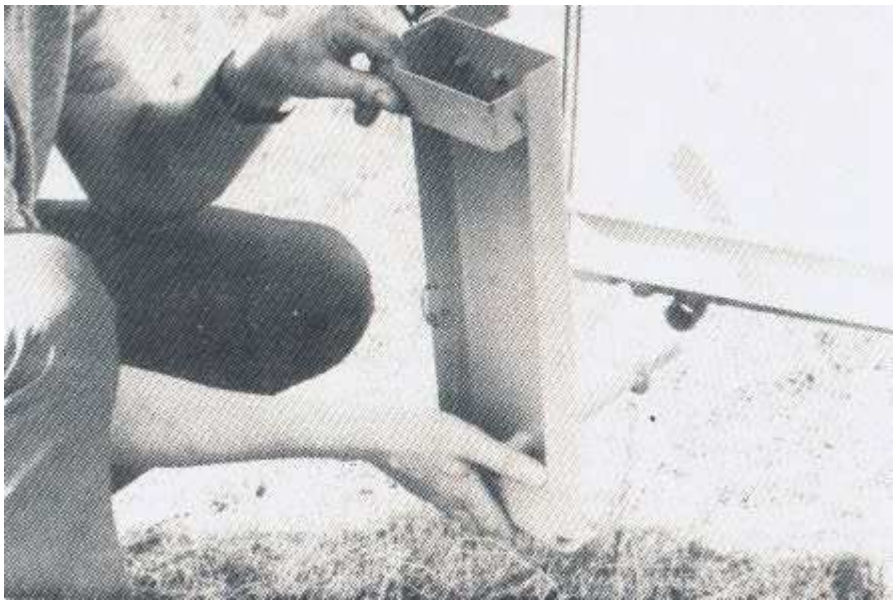

Abb. 37
11.2.1 Die an den seitlichen Stützen des Anhängers angebrachten Rohrhülsen dienen zur Aufnahme der Kippvorrichtung. Die Vorstecker verhindern das Herausgleiten der Kippvorrichtung, bis diese auf dem Boden aufstehen (Abbildung 37).